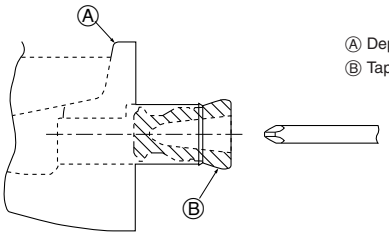

Fig. 5-1
5.1. Preparación para la instalación de la tubería del lado izquierdo (Fig. 5-1)